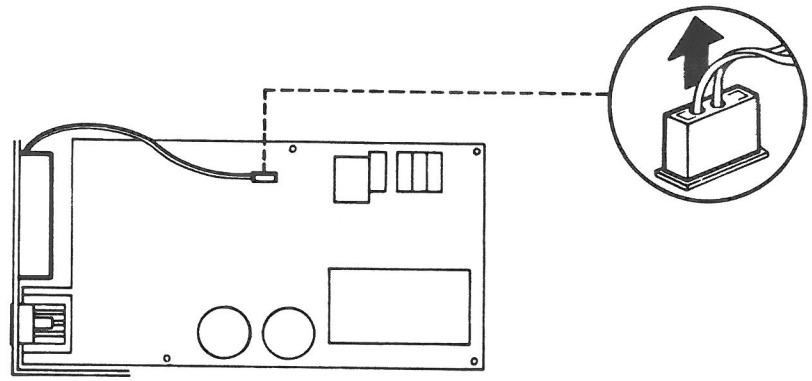

Bild 2-24 Lüfteranschluß entfernen
Stecker (X7) des Lüfteranschlusses entfernen (Bild 2-24)
* Stecker des Lüfteranschlusses lösen (siehe Bild 2-24)